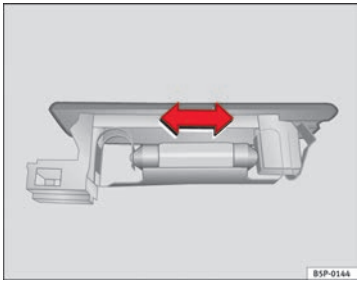

Fig. 171 Luggage compartment light
– Press the bulb sideways and remove it from its housing ⇒ Fig. 171. ■